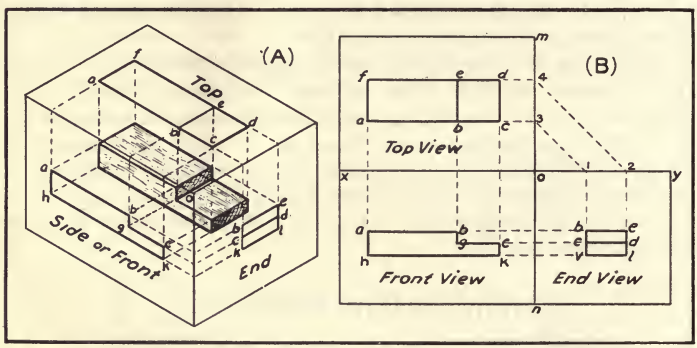

Fig. 41.
Assume that some object, as a piece of wood, is placed in the center of a glass box so it can be seen from all sides. See **A**, Fig. 41. Looking directly down at the object in the box, the object will appear as shown by **abcdef**, marked on the top glass, and is called the top view.
Looking at the side of the object shows the side or front view, as represented by **hkcgba,** drawn on the side of the glass box. Looking through the end glass at the object, it appears as shown by **bcklde.** This is called the end view. Other views are unnecessary as they would not show anything more about the shape of the object. If the top piece of glass were lifted to a vertical position, and the end piece of glass swung out so that all three surfaces were in the same plane, the drawings would show as in **B,** Fig. 41. The relation of the three views is clearly shown.
The top view is always over the front view, and the end view is at one side of the front view. The outlines of the faces of the object in the box are located on the sides of the box by projection lines as shown in **A,** Fig. 41.
The lines **xy** and **mn**, in **B**, Fig. 41, show the edges of the three glass sides of the box. In order to project from the top view to the end view, it is necessary to project over on one of these planes, points as (1) and (2), the same distane from **o** as points (3) and (4).